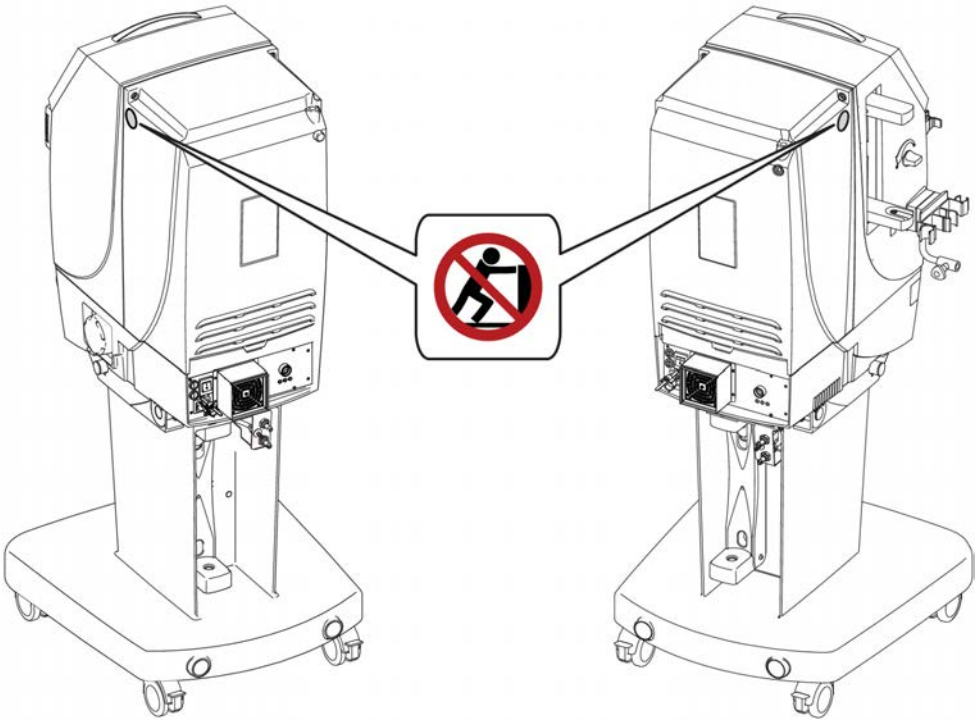

Figure 2-28. Placement of “do not lean” warning labels
1) Attach the “do not lean” warning labels according to Figure 2-28 “Placement of “do not lean” warning labels” on page 38.